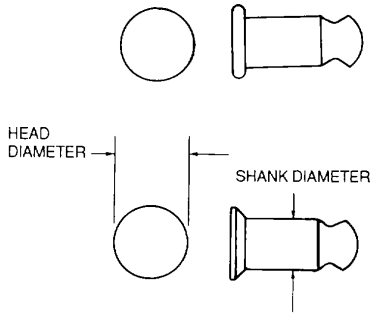

Figure 2-54. Hi-Shear Rivets
(3) Solid shank rivets. Cadmium-or zinc-plated steel standard bolts, or NAS structural screws, may be used to replace standard solid shank rivets only when the proper rivets or riveting equipment are not available in such cases, steel bolts or screws of the same size as the replaced rivets are adequate for replacing any type rivet Observe the following precautions:
h. *Hi-Shear Rivets*. Hi-shear (pin) rivets, as shown in figure 2-54, are essentially threadless bolts which are inserted like rivets Each rivet consists of two parts a stud and a collar. The stud is made of 4130 alloy steel, or equivalent, heat-treated to 125,000 to 150,000 psi, and cadmium-plated The collar is anodized 2117-T4 aluminum alloy. The installed rivet can be readily identified by the presence of the attached collar rather than the ordinary formed head of the standard rivets Use Hi-shear rivets in shear applications only As the shear strength of the steel is considerably greater than either the shear bearing strength of aluminum alloys, these special rivets are used to advantage only in the thicker sheet gauges Never use Hi-shear rivets where the grip length is less than the shank diameter (3/16-inch for smallest available rivet). Use the 100-degree countersunk type where flush surfaces are desired Hi-shear rivets may be replaced with close tolerance bolts of the same material, strength and diameter, where absolutely necessary. Use flush-headed bolts for flush-headed rivets and protruding head bolts for protruding head rivets. The bolt thread must not extend into the material.